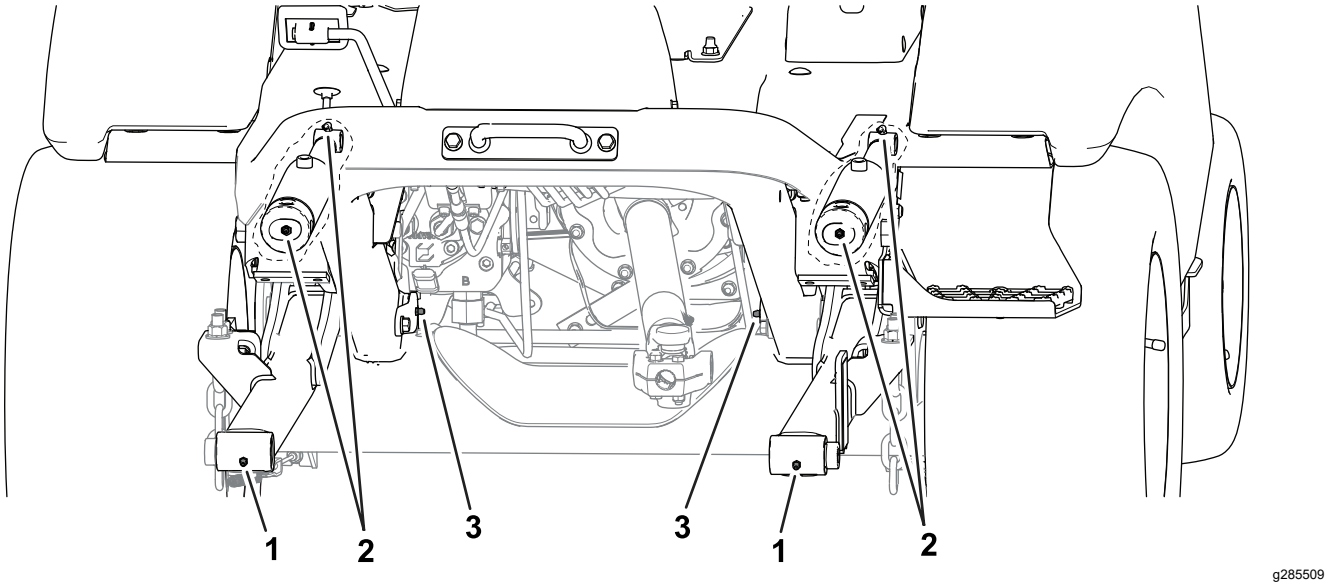

Figur 47
- **Maskinens forende** (Figur 47):
- Redskabets drejenav (2)
- Løftecylinderbøsninger (2)
- Løftearmens drejetapper (2)